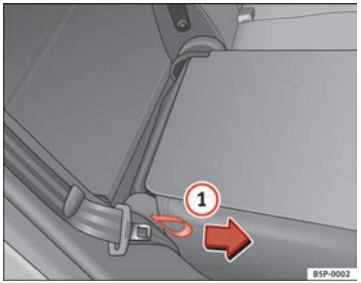

Fig. 98 Folding or opening the rear seat backrest
– Pull the loop on the side of the seat ⇒ Fig. 98 (1) in the direction of the arrow and lift the seat backrest into position.